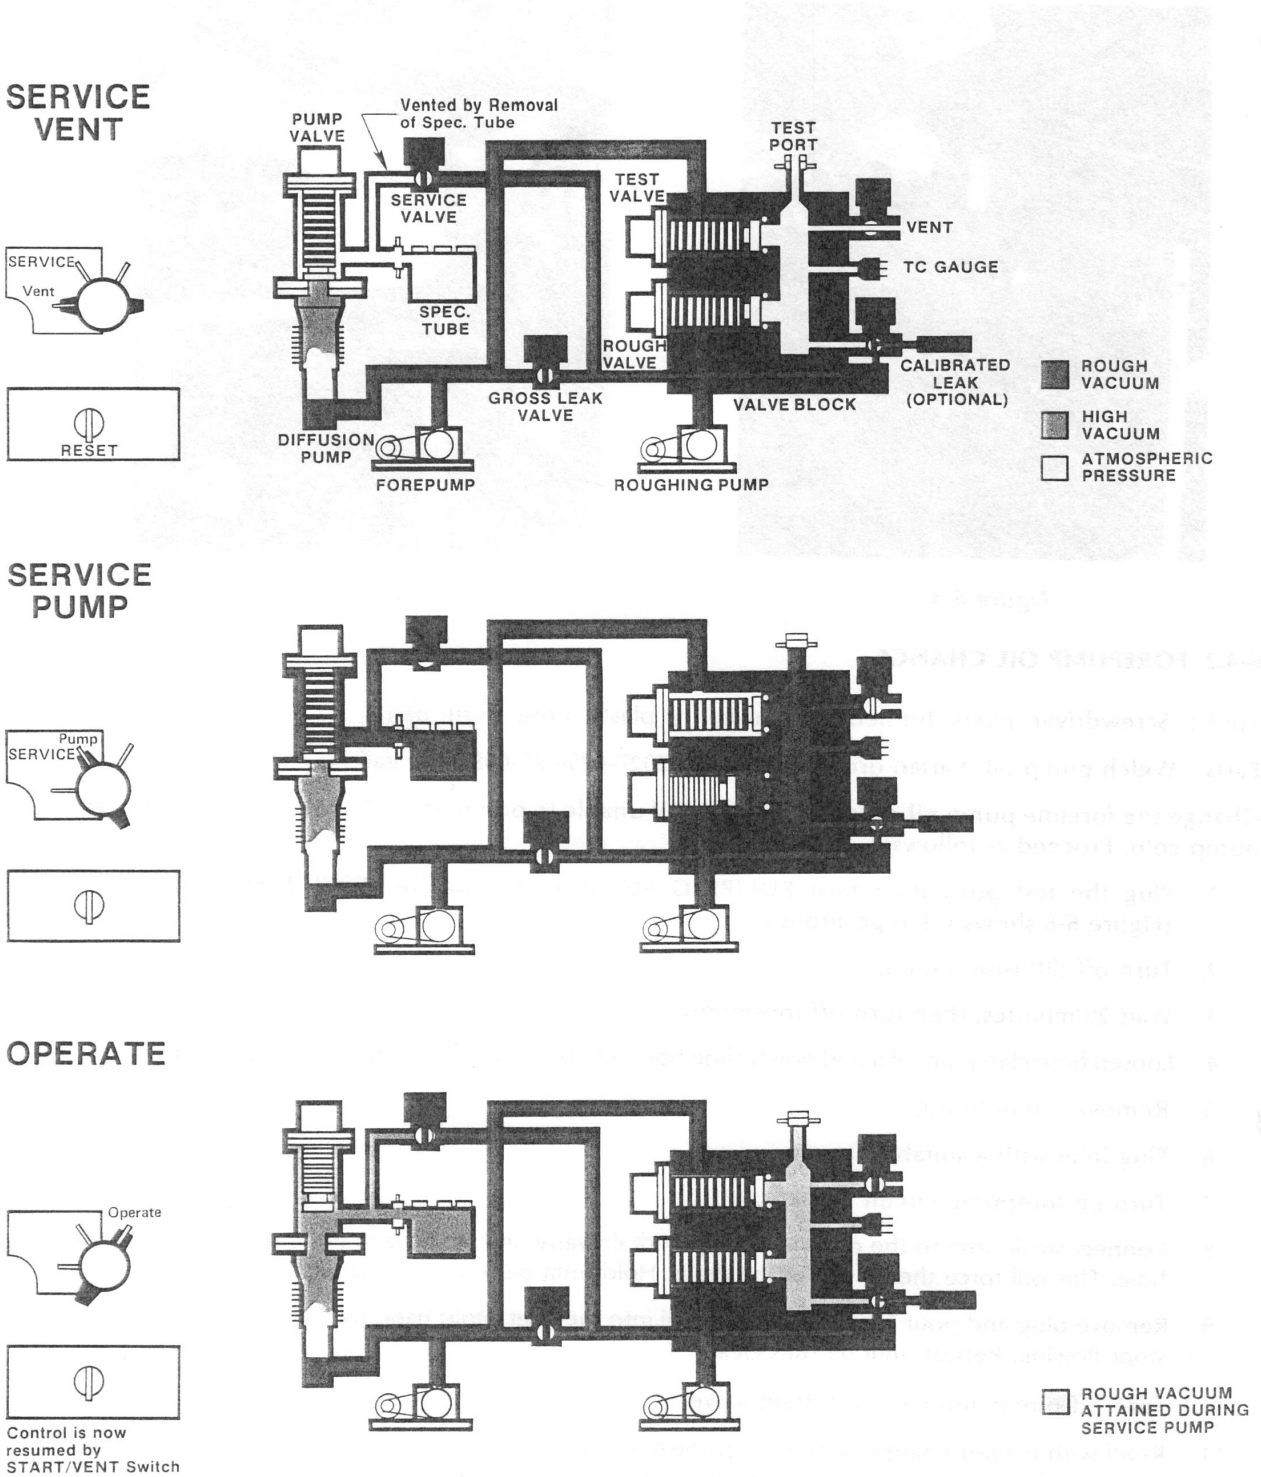

Figure 6-6. Service and Operate Modes, Showing Valve Positions.
1. Plug the test port, then turn PUMPING MODE switch to the SERVICE PUMP position. (Figure 6-6 shows valve positions.)